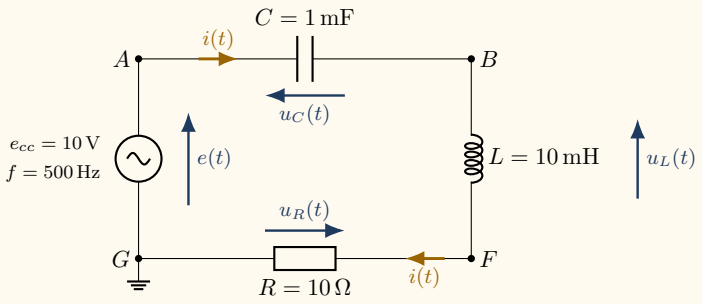

Fig. 3 – Montage électrique à réaliser (RLC série).
- **Reproduisez**, à l'aide du matériel mis à disposition sur votre paillasse, le montage électrique de la Fig. 3.